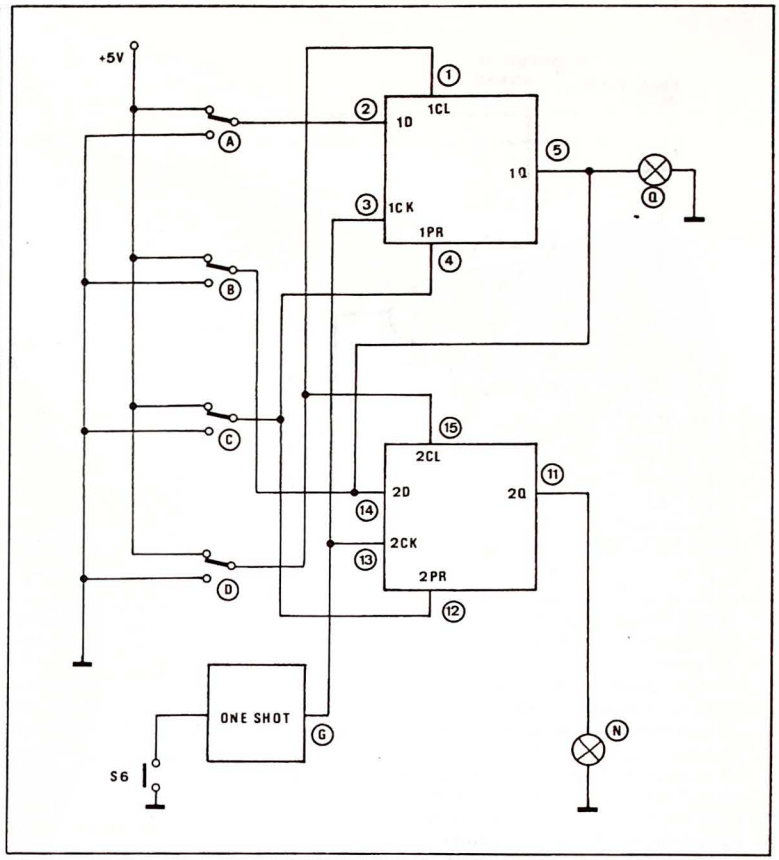

Bild 17. *Ein Register für parallele Eingabe und serielle Auslesung. Die LEDs zeigen die Funktion für alle möglichen Kombinationen der beiden Eingangs-bits.*
Bild 17 zeigt eine FF-Schieberegisterschaltung mit paralleler Eingabe und serieller Ausgabe. Bei dieser Anordnung gelangen zwei Data-bits gleichzeitig auf die beiden D-Eingänge.
Die Schaltung in Bild 17 enthält eine grobe Ungereimtheit, die vielleicht schon bemerkt wurde. Es gibt in jedem FF nur einen Takteingang CK, man kann also nicht zwischen einem Taktsignal für „paralleles Einlesen der bits" und einem Taktsignal für „Schieben der eingelesenen bits um eine Stelle" wählen. Außerdem gibt es nur einen D-Eingang; es muß also derselbe Eingang (D) einmal zum „Laden" (parallel-einlesen), zum zweiten für den „Empfang" des bits vom vorgeschalteten FF (beim Schieben der Informationen) verwendet werden.